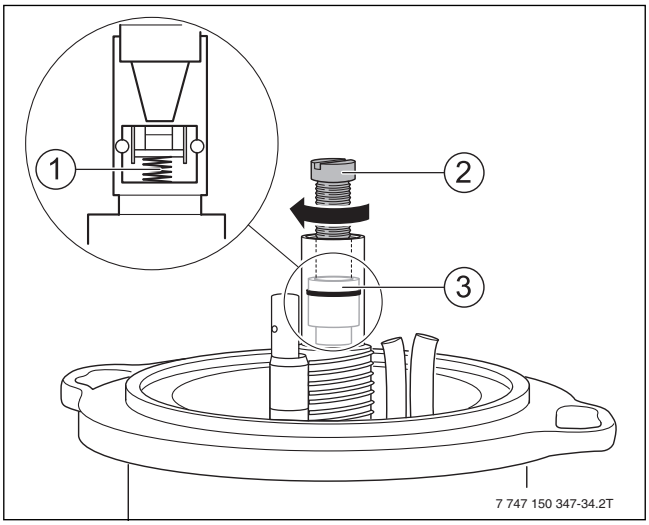

*Bild 37 Abschlussventil austauschen*
- Schraube M5 x 50 (→ Bild 37, [2]) einschrauben.
- Abschlussventil herausziehen (→ Bild 37, [3]).